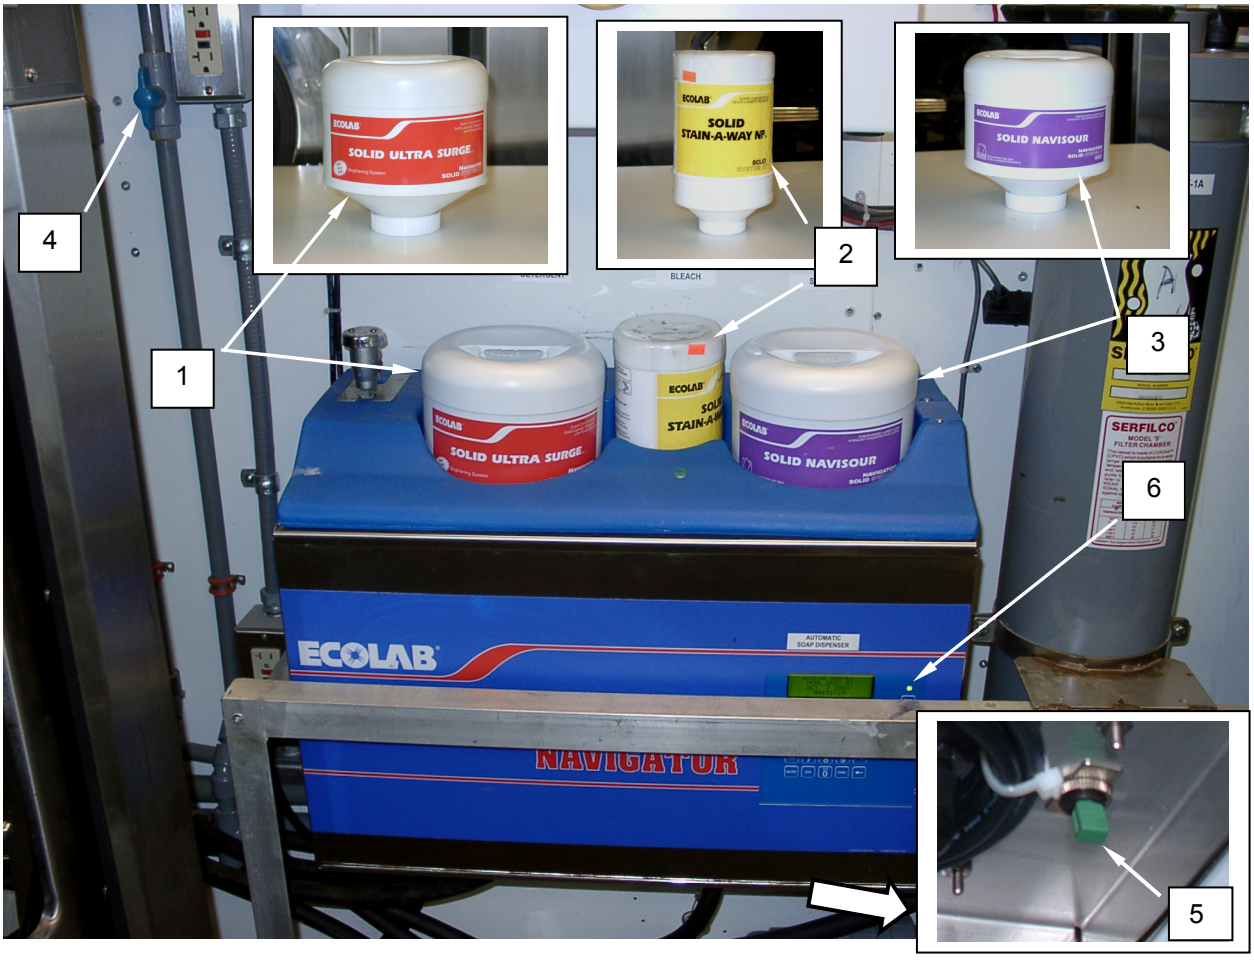

Figure 27. Prepare the Automatic Soap Dispenser for Use.
2. Remove the lid from the detergent canister **(Figure 27, Item 85)**. Invert the detergent canister **(Figure 27, Item 85)** and quickly place the canister in the recess closest to washer No.1.
3. Remove the lid from the bleach canister **(Figure 27, Item 86)**. Invert the bleach canister **(Figure 27, Item 86)** and quickly insert the canister into the center recess.
4. Remove the lid from the laundry sour canister **(Figure 27, Item 87)**. Invert the laundry sour canister **(Figure 27, Item 87)** and quickly insert the canister into the remaining recess. Retain canister lids.
5. Open the hot water supply valve **(Figure 27, Item 88)** to the Automatic Soap Dispenser.
6. Ensure the toggle switch **(Figure 27, Item 89)** on the Automatic Soap Dispenser is in the ON position. A green signal light **(Figure 27, Item 90)** will indicate the Automatic Soap Dispenser is on and functioning.